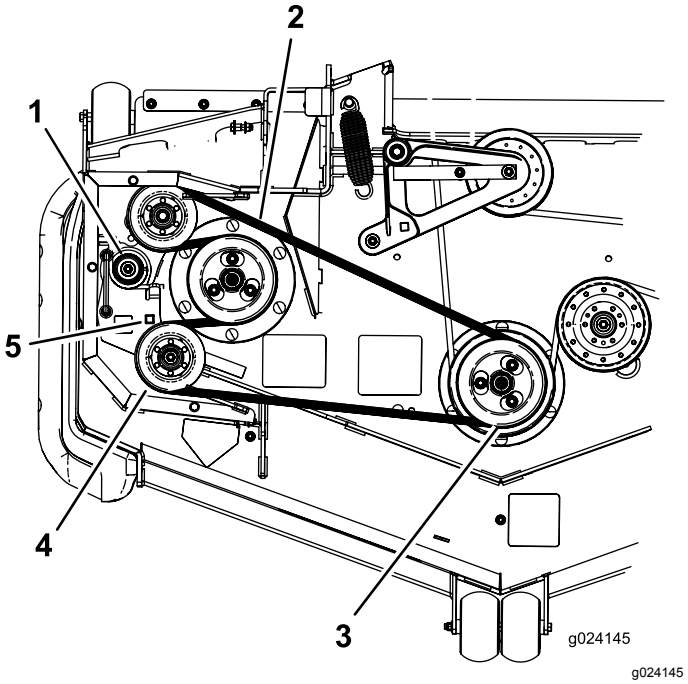

Figur 93
9. Brug en skralde i det firkantede hul i styrearmen for at fjerne spændingen på styrefjederen (Figur 93).
10. Fjern remmen fra plæneklipperskjoldets remskive (Figur 93).
11. Fjern remmen fra de øvrige remskiver (Figur 93).
13. Brug skralden i det firkantede hul til at fjerne spændingen på fjederen, og før den nye rem rundt om styreremskiven (Figur 93).